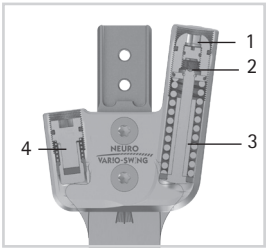

Fig. 18
La conception de l'orthèse peut être adaptée à l'aide de la vis de réglage sur orthèse (1). La vis de limitation du mouvement (2) permet de modifier progressivement la liberté de mouvement en flexion plantaire ou en extension dorsale. La force de rappel peut être ajustée à l'aide des mécanismes de ressort de différentes forces de ressort (Fig. 18).
À l'aide de l'unité de vis de réglage (4, Fig. 18) dans l'articulation modulaire, la liberté de mouvement peut être réglée avec précision jusqu'à 10°. Pour ce faire, vissez ou dévissez l'unité de vis de réglage dans l'articulation modulaire. Notez que l'ajustement avec précision est limité à 10° maximum. Le piston de l'unité de vis de réglage ne doit pas perdre le contact avec l'étrier de pied modulaire dans toute son amplitude de mouvement (15° maximum en flexion plantaire). Sinon, il y aura du bruit.